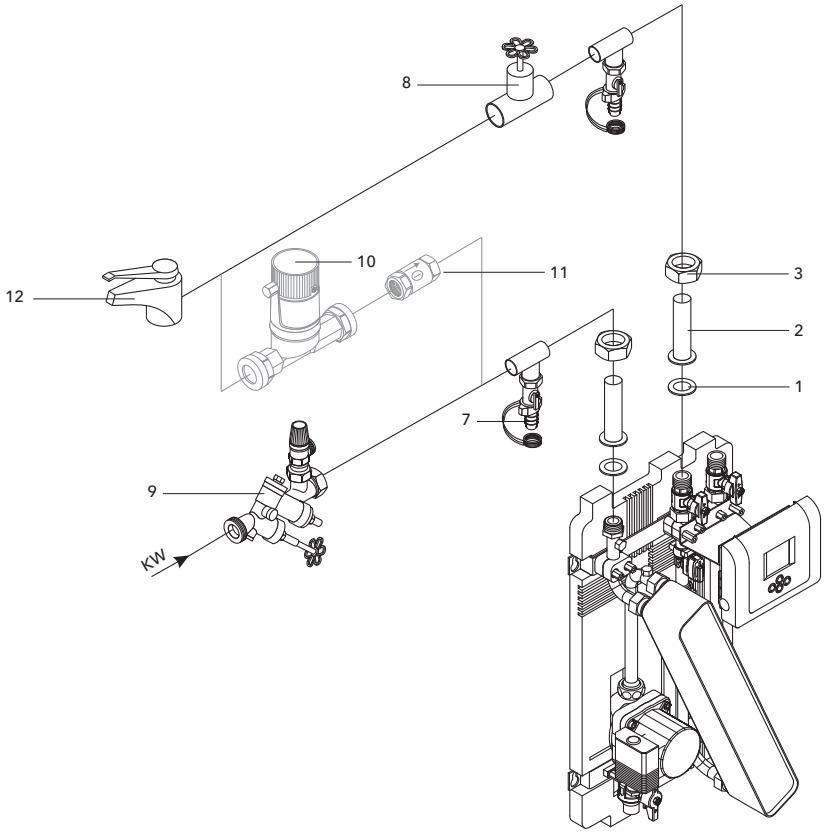

Abb. 13 Einbindung in den Trinkwasserkreis
Abb. 13 Systemlösung mit RATIO-Pufferspeicher und RATIOfresh 200-Frischwasserstation in Verbindung mit einer Gastherme und einem Niedertemperaturheizkreis. Solarenergie für die Raumwärme wird über eine Rücklaufanhebung des Heizkreises genutzt.
- Im Kaltwasserzulauf ist eine Sicherheitsgruppe erforderlich (s. Abb. 13).
- Bei Trinkwasser > 10 °dH sind Spülhähne vorzusehen (s. Abb. 13).